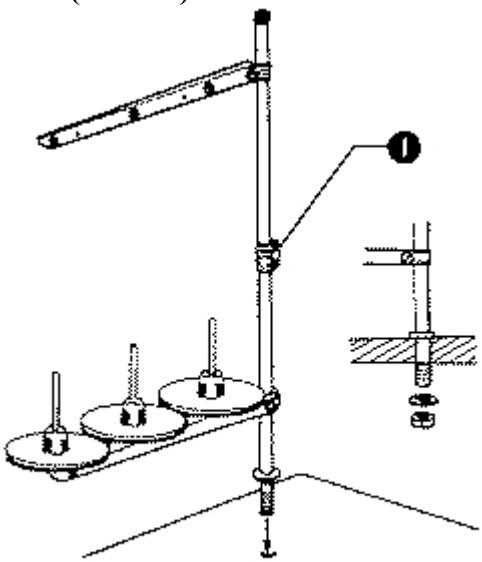

рис. 16
8. **Установка бобинодержателя. (Рис. 16)**